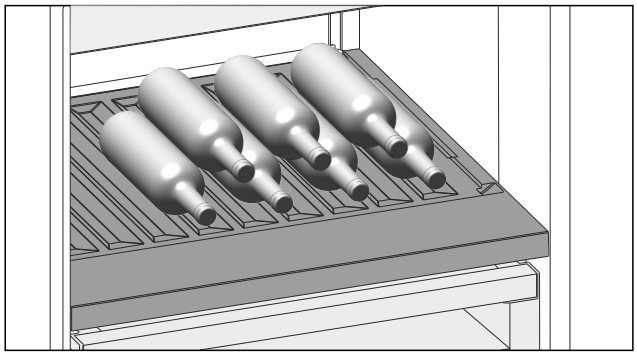

Fig. 188 Example illustration
▶ Place bottles in the back row with their bases against the back wall. (see Fig. 188)